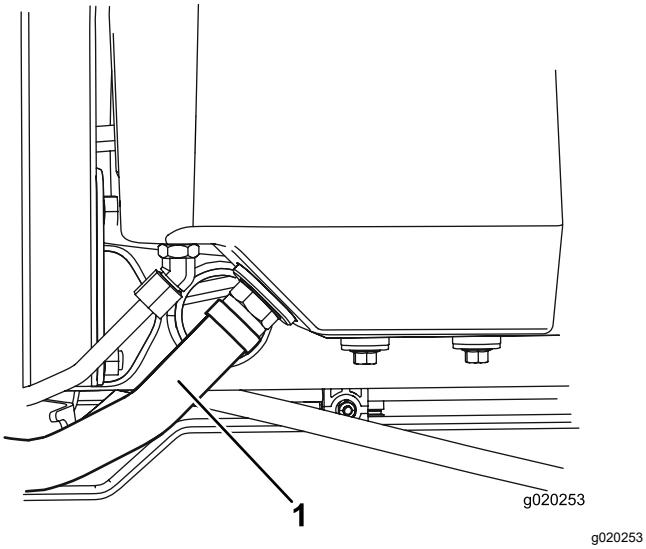

**Figur 79**
2. Koble den store hydrauliske slangen (Figur 79) fra beholderen og la den hydrauliske væsken renne ned i et tappefat.